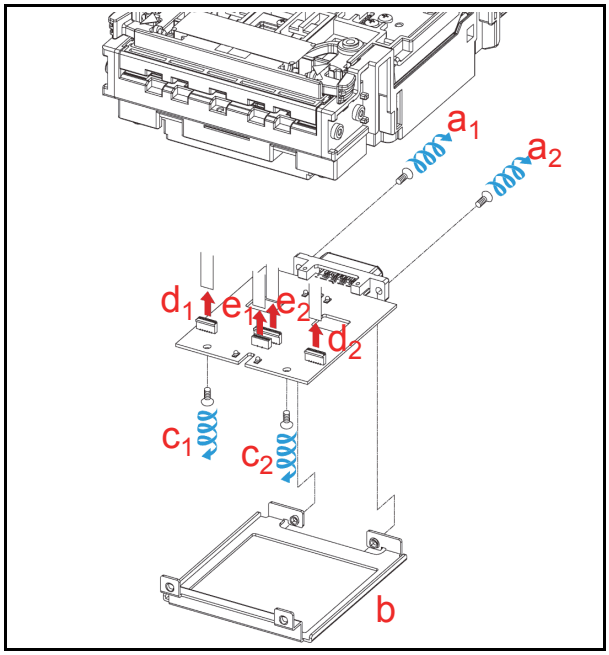

Figure 4-27 Validation Sensor Board Assembly Removal
2. Remove the two (2) mounting Screws (See Figure 4-27 a_1 & a_2) and take Grounding Plate "A" (See Figure 4-27 b) off the Validation Unit.
3. Remove the two (2) screws (See Figure 4-27 c_1 & c_2) retaining the Validation Sensor Assembly Board.
4. Unplug the two (2) FPC Cables (See Figure 4-27 d_1 & d_2) and the two (2) FFC Cables (See Figure 4-27 e_1 & e_2) from the Validation Sensor Assembly Board.
5. Take the Validation Sensor Board Assembly (See Figure 4-27 f) off the Validation Unit.